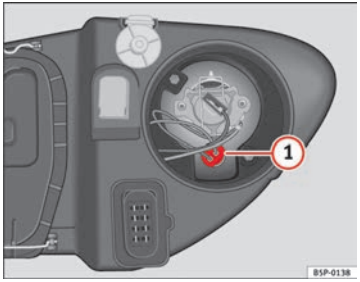

Fig. 195 Side light
– Extract the bulb holder ⇒ Fig. 195 (1) outwards.